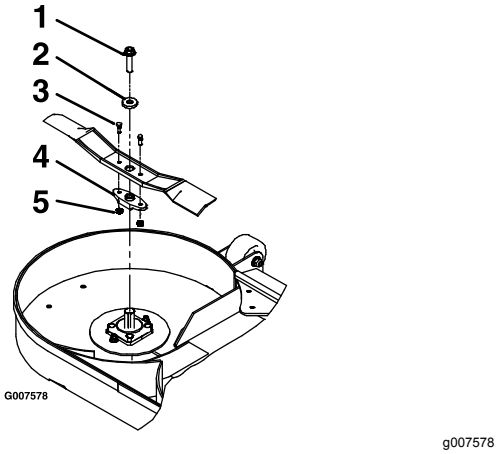

Figur 74
3. Ta bort kniven, brickan och knivskruven som fäster kniven och knivdrivaren (Figur 74).
4. Ta bort knivdrivaren från den befintliga kniven (Figur 74).
1. Montera knivdrivaren för de nya knivarna med brytbultarna och låsmuttrarna (Figur 74).
3. Sätt fast kniven, brickan och knivskruven på spindelaxeln (Figur 74).